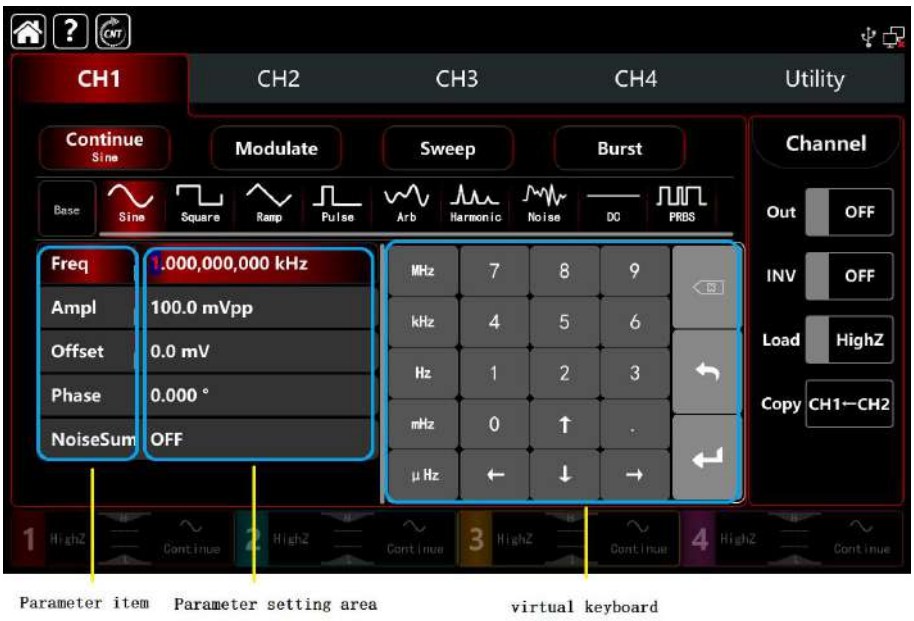

Figure 2-4 Parameter Editing
③ Output Mode: continue, modulate, sweep, burst
④ Carrier wave Settings: Nine carrier wave - sine wave, square wave, ramp wave, pulse wave, harmonic wave, noise, PRBS (pseudo random binary sequence), DC, arbitrary wave.
⑤ Parameter List: Display the parameter of the current wave in list format, tap parameter list area to enable editing, virtual numeric keyboard pop-out ,see Figure 2-4